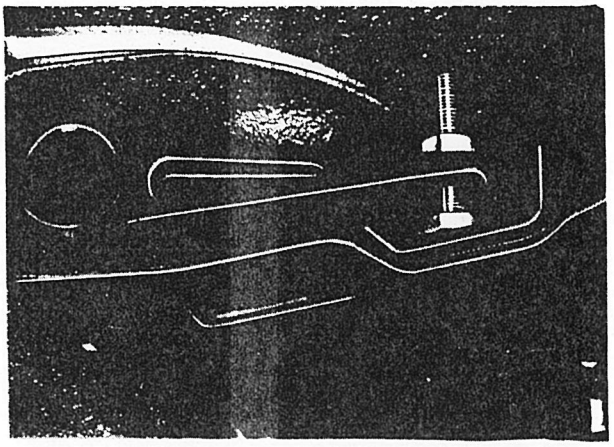

Afb. 2.14.7. Stelarm torsiestaaf
c. Is de gemeten waarde te groot, dan moet de afstelling van de torsiestaaf worden gekorrigeerd door de stelbout op de stelarm achter op de torsiestaaf (afb. 2.14.7.) in te draaien.